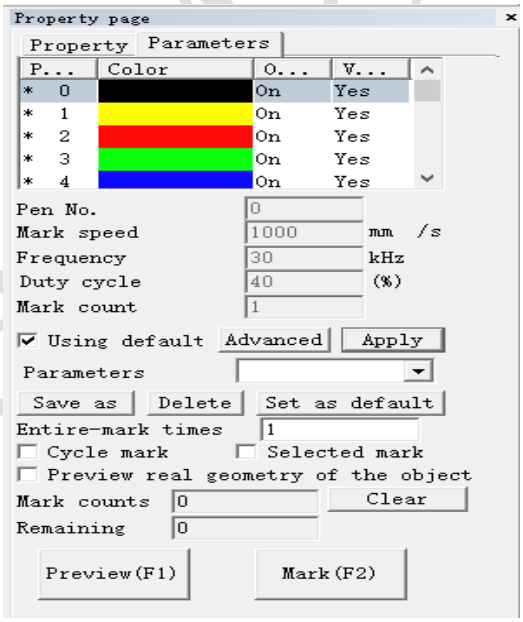

Figure 1-3-5 Property page
5)Parameter Settings: find "Property Page-Parameters", set up needed parameters. Finally, click "Apply" for saving the setting parameters. Interface is as Figure 1-3-5;